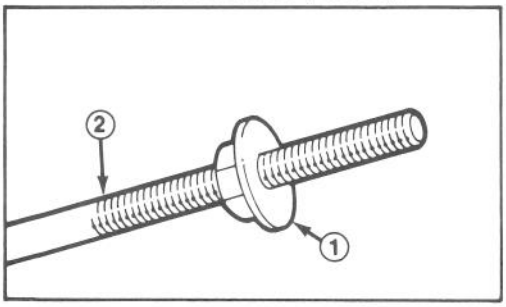

Abbildung 2
1. Bundmutter (Bundseite nach unten) auf Antriebsstange schrauben (Abb. 2).